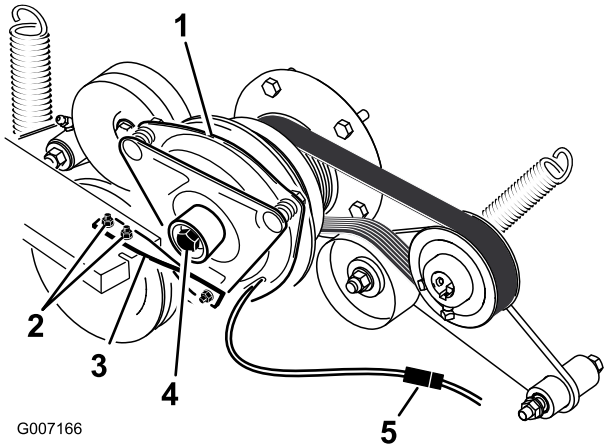

Figuur 62
5. Maak de stekker voor de elektrische aansluiting van de koppeling los (Figuur 62).
6. Verwijder de twee bouten waarmee de rubberen band van de koppeling is bevestigd aan het frame van de maaier (Figuur 62).
7. Verwijder de middelste bout waarmee de koppeling is bevestigd aan de uitgaande as van de motor en verwijder de koppeling en de spie (Figuur 62).
14. Houd de krukas op de achterkant van de machine, monteer de middelste bout en zet deze vast met een torsie van 68 Nm (Figuur 62).
15. Monteer de rubberen band van de koppeling op het frame van de maaier met de twee bouten en moeren die u eerder hebt verwijderd (Figuur 62).
17. Sluit de stekker voor de elektrische aansluiting van de koppeling aan (Figuur 62).